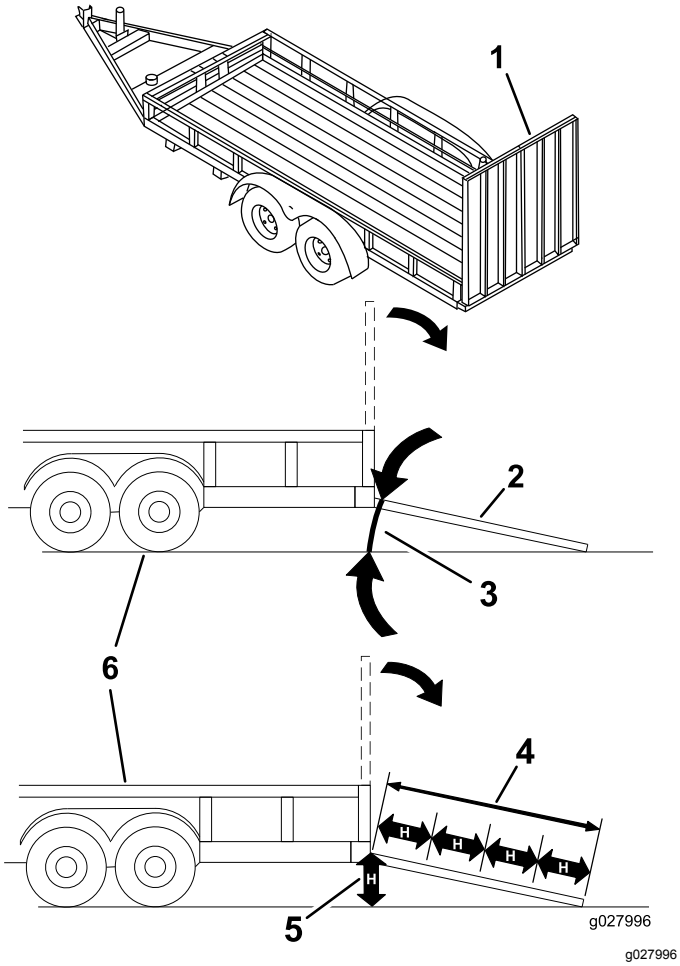

Figuur 27
Als een machine wordt geladen op een aanhanger of een vrachtwagen, wordt de kans vergroot dat de machine kantelt. Dit kan ernstig lichamelijk letsel of de dood veroorzaken (Figuur 27).
3. Laat de oprijplaat zakken; zorg dat de hellingshoek van de oprijplaat ten opzichte van de grond niet groter is dan 15 graden (Figuur 27).
1. Laat de oprijplaat zakken; zorg dat de hellingshoek van de oprijplaat ten opzichte van de grond niet groter is dan 15 graden (Figuur 27).